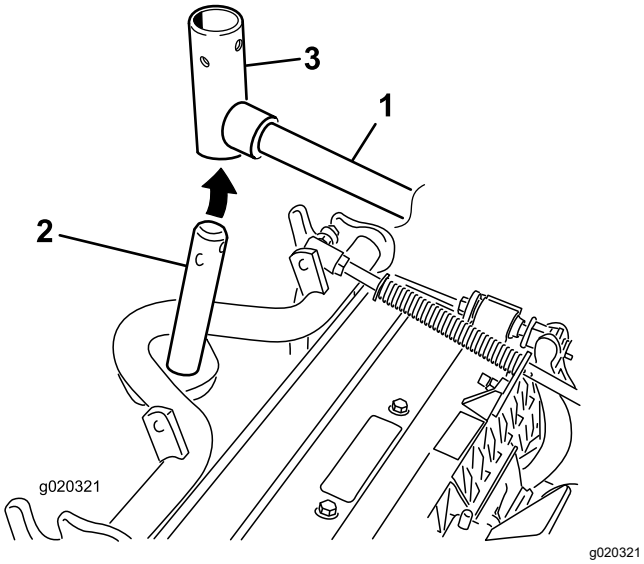

Figur 10
3. Hvad angår de forreste klippeenheder, skubbes en klippeenhed ind under løftearmen, mens bærerammeakslen sættes op i løftearmens drejegaffel (Figur 10).
2. Sæt løftearmsgaflen på bærerammens aksel (Figur 10).